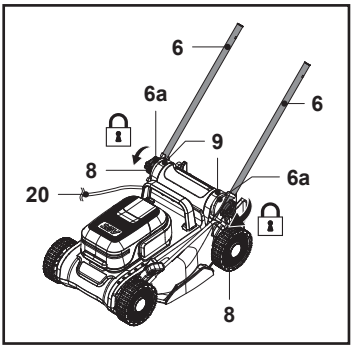

Fig. 2
3. Aligner la plaque de réglage (6a) sur le support de guidon (9), puis fixer le guidon inférieur (6) en serrant le bouton de serrage (8) (Fig. 2).